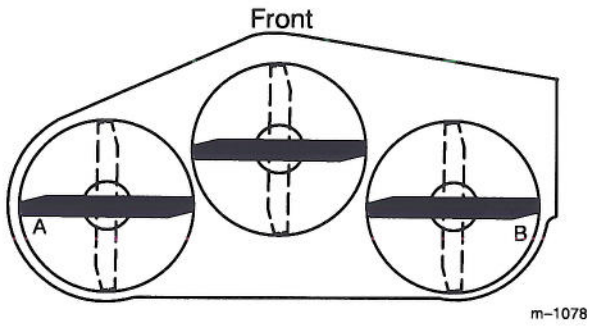

Figure 19
2. Position the blades side-to-side (Fig. 19). Measure at "A" and "B" locations (Fig. 19) from a level surface to the cutting edge of blades (Fig. 20).